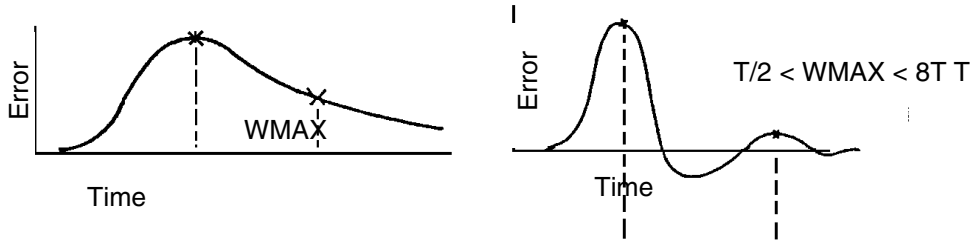

Figure 41. WMAX
3. WMAX* (Wait Max.). WMAX determines a window limiting the search from the second peak. WMAX should be selected so that the period ranges between WMAX/8 and 2 WMAX. It is automatically determined by pretune for the existing operating condition but may need adjustment if the period changes significantly with operating condition. Graphical representation of WMAX is shown in left illustration below (T = period of oscillation, in right illustration in Figure 41).